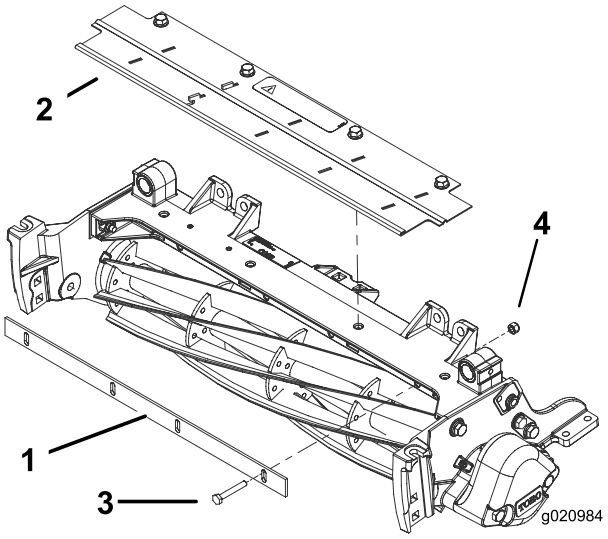

Figur 7
1. Monter klippestangen løst på klippeenhedens ramme med 4 bolte (1/4 x 1–3/4 tomme) og 4 låsemøtrikker (1/4 tomme) (Figur 7).
3. Stram bolte og låsemøtrikker (Figur 7).